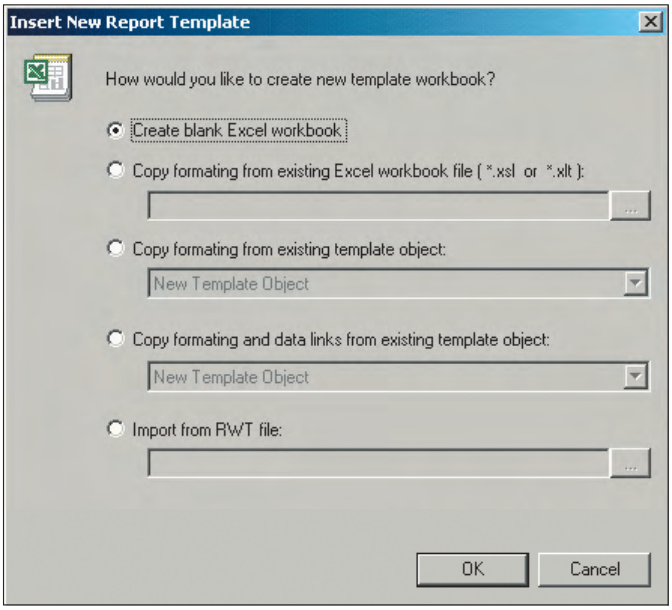

Рис. 11. Создание рабочей книги Excel
3. На экран будет выведено окно, показанное на рис. 11, в котором можно задать настройки рабочей книги Excel. Выберите пункт **Create blank Excel workbook** (Создать чистую книгу Excel) и нажмите кнопку **OK**.